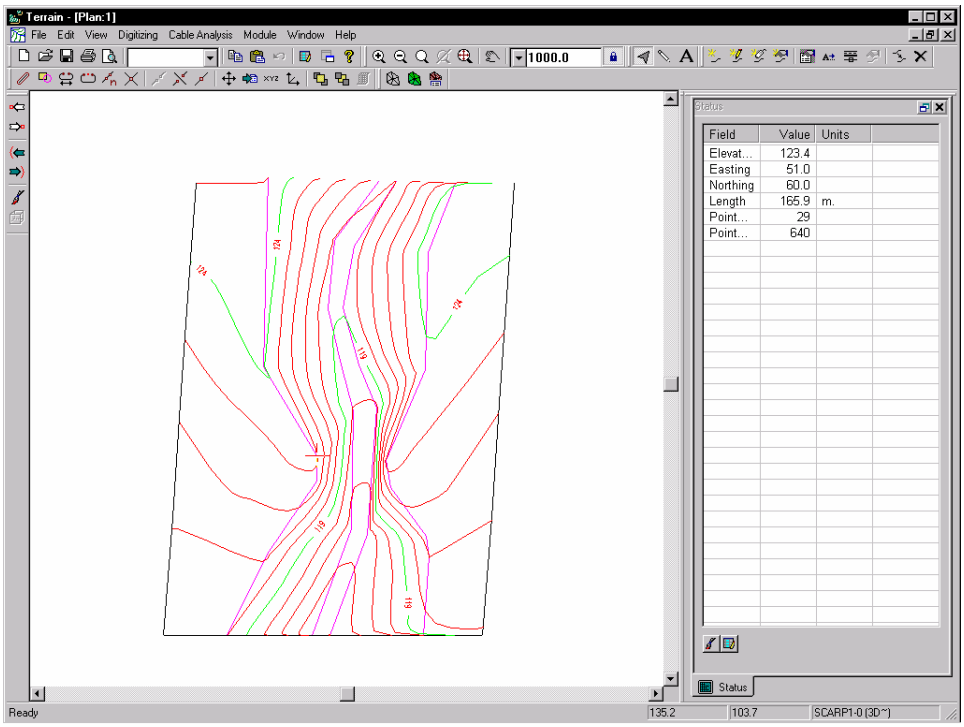

Figure 8.13: Contours after Breaklines have been Set
7. Press the *Generate TIN* button. Press OK. After re-calculating, the contour lines now indicate a continuous gully as shown in Figure 8.13.